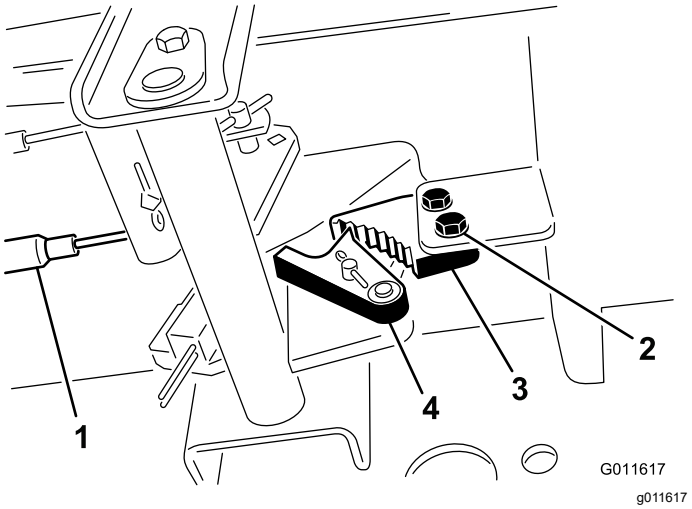

Рисунок 140
2. Ослабьте два винта крепления защелки стояночного тормоза к раме (Рисунок 140).
3. Нажимайте педаль тормоза вперед до тех пор, пока фиксатор тормоза не войдет полностью в зацепление с защелкой тормоза (Рисунок 140).